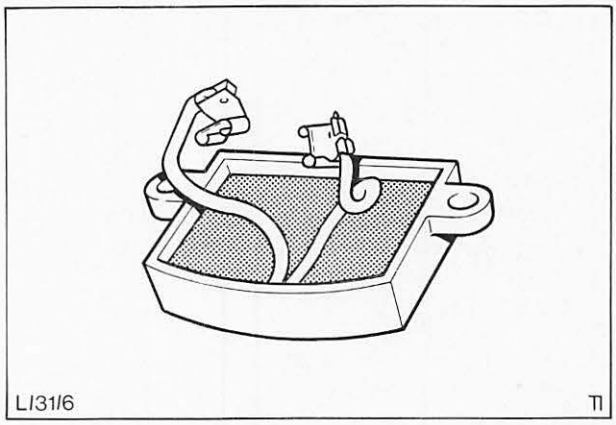

Abb. 91 Regler
4. Befestigungsschrauben – Regler abschrauben, beide Kabelverbindungen abklemmen und Regler ausbauen, Abb. 91.